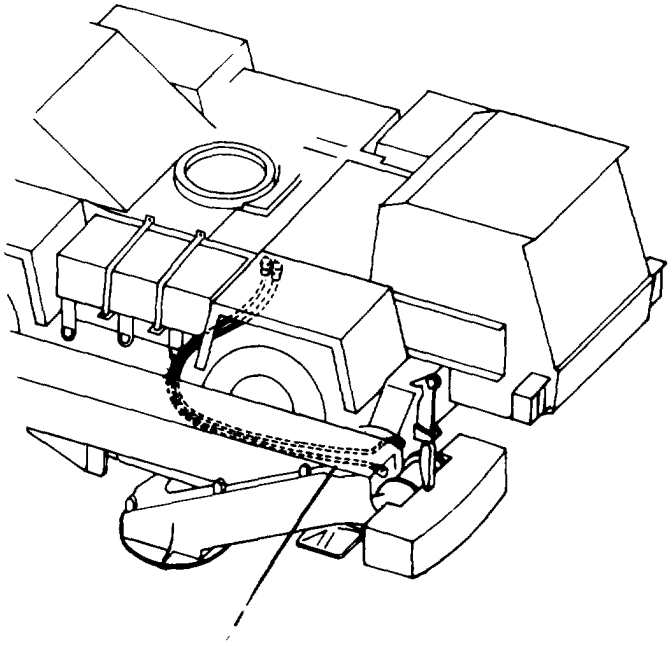

Figure 5-35 *Quick Disconnet Fittings*
d. Locate two quick disconnect fittings that extend down from two tees on winch valve next to frame, underneath right side of carrier. Remove protective dust caps and connect male connectors of extension hose H-10 to H-10 winch hose and extension hose H-11 to H- 11 winch hose (Figure 5-35). Attach female connectors of extension hose H-10 to H-10 valve fitting and extension hose H-11 to H-11 valve fitting. Stow plugs in tool box.